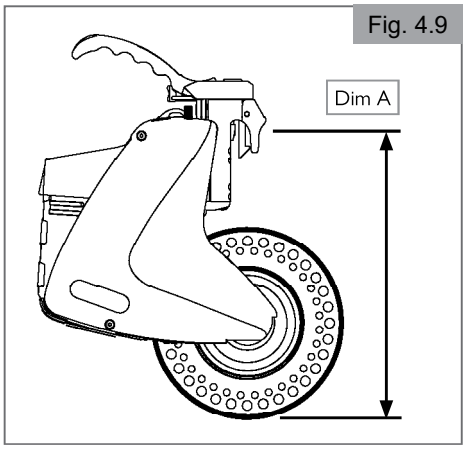
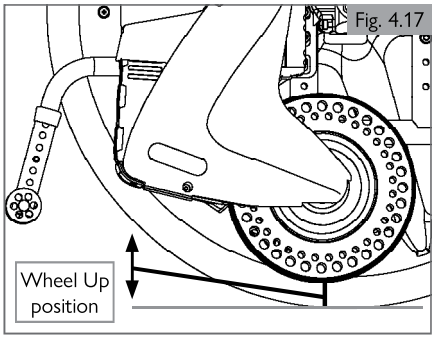
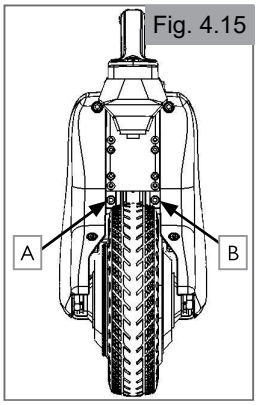
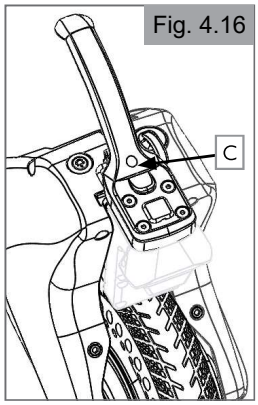

Fig. 4.9
Fig. 4.17
Fig. 4.15
Fig. 4.16
Height between the latching radius and bottom of the wheel with set screw adjusted to normal position (Fig. 4.9)	Use the set screw (Fig 4.16) to adjust Dim A to the following height (Fig. 4.9)
4.4 Wheel up height adjustment (Fig. 4.15 - Fig. 4.17)
2. Loosen, but do not remove, fasteners (A and B). (Fig. 4.15)
3. Adjust the manual height adjustment screw (C) using a 4mm hex wrench as shown. (Fig. 4.16)
4. Adjust the adjustment lead screw (C) such that wheel height gauge can slide under the drive wheel. The R90‘s drive wheel should be higher than the first step engraved with “GO“ and lower than the second step engraved with “NO GO“. This will position the drive wheel 6.3mm-8mm off of the ground as shown. (Fig. 4.17)
5. Once 6.3mm to 8mm off the ground, tighten again fasteners (A) and (B) to a torque setting of 6 Nm.
7. Adjust set screw (C) to get correct gap between tyre and floor. Use spacer to achieve 6.3mm-8mm gap. (Fig 4.16)
If tire is overly worn and/or there is a loss of traction, adjust the set screw (Fig 4.15 and Fig 4.16) to lower the drive wheel until traction is achieved. If there is no more adjustment and there is still a loss of traction, then replacement of the device tire is recommended.